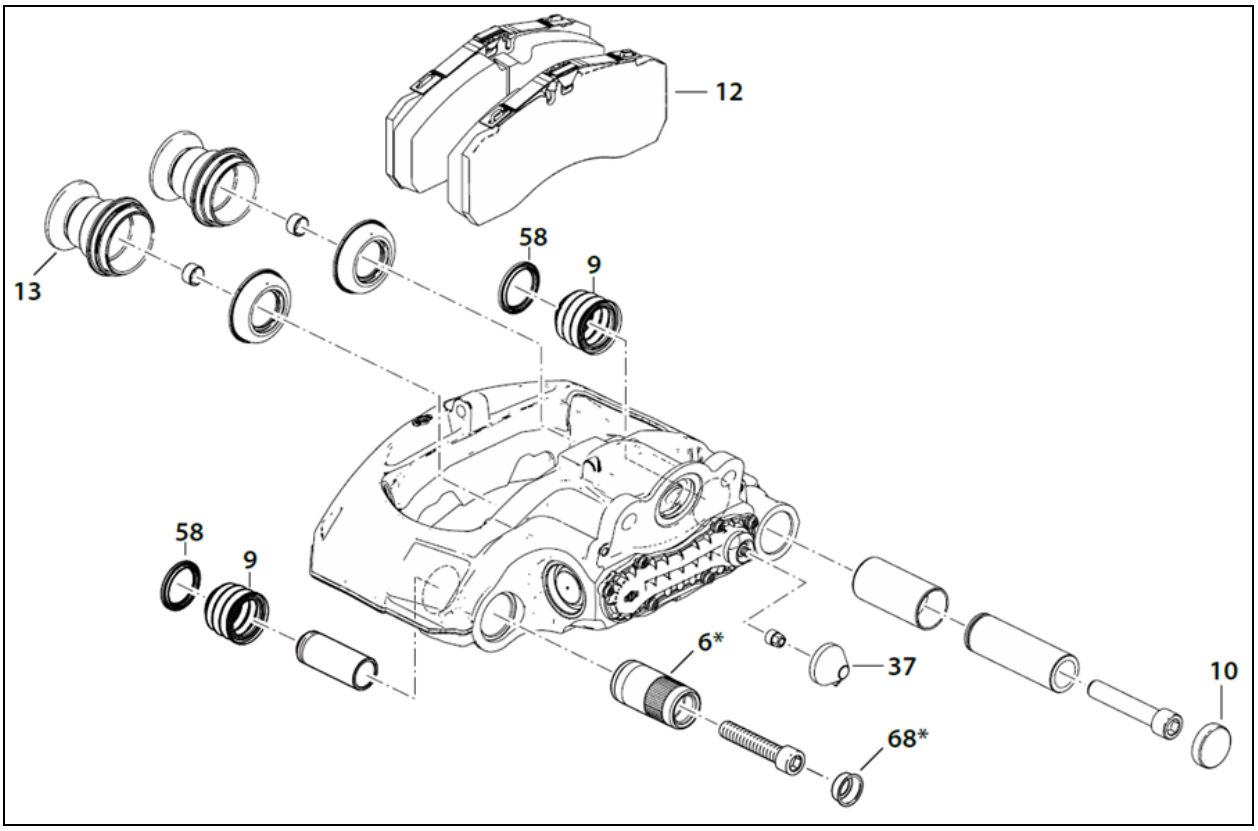

FIGURE 67: INSPECTION POINTS IDENTIFICATION
At each pad replacement, make sure the caliper operates smoothly over its full range of movement. If the caliper shows the following signs, replacement of the rubber bush/guide sleeve (item 6, Figure 67), guide pin (items 4 & 5 Figure 68, screw (items 39 & 40) and cap (items 10 & 68) is required.